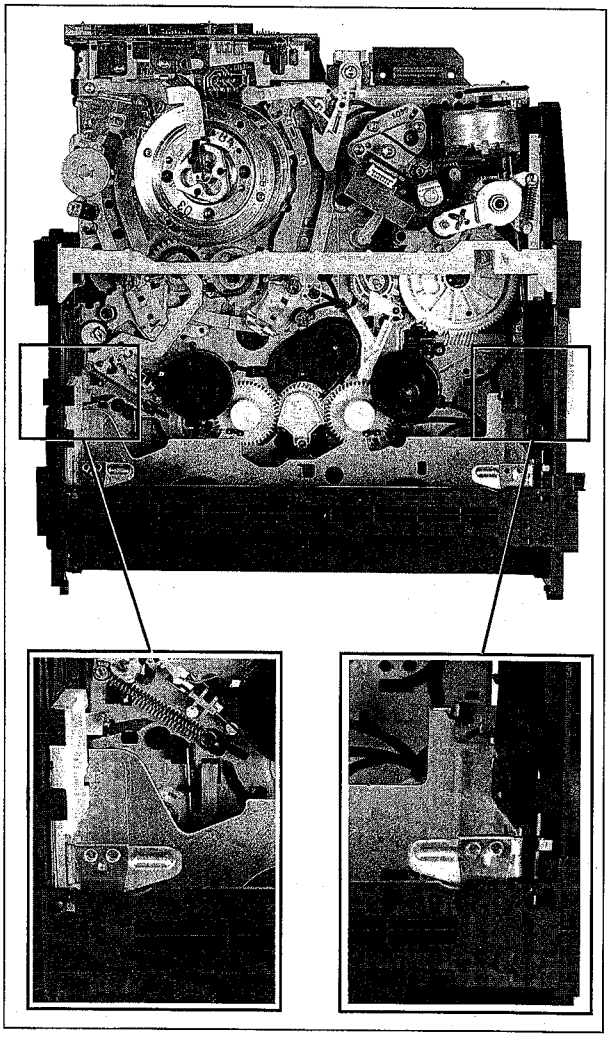

Abb. 1-13
3. Loading pulley gegen den Uhrzeigersinn (von vorne gesehen) drehen, bis der Lift von der rechten Sicherheitsverriegelung blockiert wird (Abb. 1-13).
4. Hebel nach vorne drücken, um die Verriegelung zu lösen (Abb. 1-13).
5. Loading pulley gegen den Uhrzeigersinn (von vorne gesehen) drehen, bis der Lift von der linken Sicherheitsverriegelung blockiert wird (Abb. 1-13).
6. Hebel nach unten drücken, um diese Verriegelung zu lösen (Abb. 1-13).